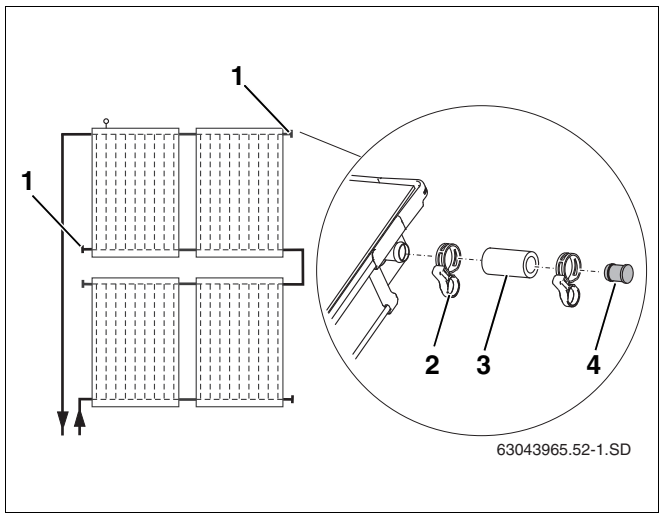

Рис. 59 Предварительный монтаж заглушек
Установите заглушки на неиспользуемые подключения коллектора (рис. 59, **поз. 1**).
- Наденьте шланги 55 мм (рис. 59, **поз. 3**) с предварительно установленными на них заглушками на оба свободных подключения.